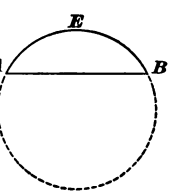

FIG. 42.
71. A **chord** is a straight line joining any two points in a circumference; or it is a straight line joining the extremities of an arc; thus, the straight line $A\ B$, Fig. 42, is a chord of the circle whose corresponding arc is $A\ E\ B$.